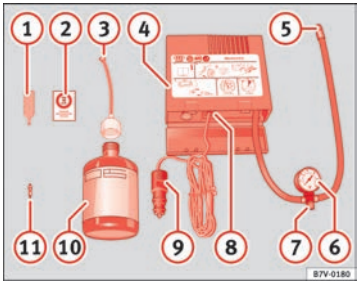

Fig. 135 Tyre repair kit components
The valve extractor (1) ⇒ Fig. 135 has a slot in its lower end that fits onto the valve insert. This is used to remove the valve insert from the tyre and to replace it. This is also valid for the spare valve insert (11).
– Fix the sticker (2) ⇒ Fig. 135 ⇒ page 203 onto the dash panel where the driver will see it.
– Using the valve extractor (1), unscrew the valve insert and place it onto a clean surface (cloth, paper, etc.) ■
– Shake the tyre sealant can (10) ⇒ Fig. 135 ⇒ page 203 thoroughly several times.
– Attach the flexible filling hose (3) onto the can (10). The foil sealing the can will be automatically pierced.
– Remove the cap from the flexible filling hose (3) and insert the open end as far as it will go into the tyre valve.
– Hold the can (10) upside down and fill the complete contents of the can into the tyre.
– Screw the valve insert back into the tyre valve using the valve extractor (1).
– Screw the tyre filling hose (5) ⇒ Fig. 135 ⇒ page 203 firmly onto the tyre valve.
– Make sure that the bleed screw (7) is closed.
– Plug the connector (9) into the 12-volt power socket.
– Turn the air compressor on with the switch (8).
– When an air pressure of 2.0 – 2.5 bar cannot be reached, unscrew the flexible pipe (5) from the tyre valve.
– Screw the flexible hose from the air compressor (5) back onto the tyre valve and repeat the inflation process.